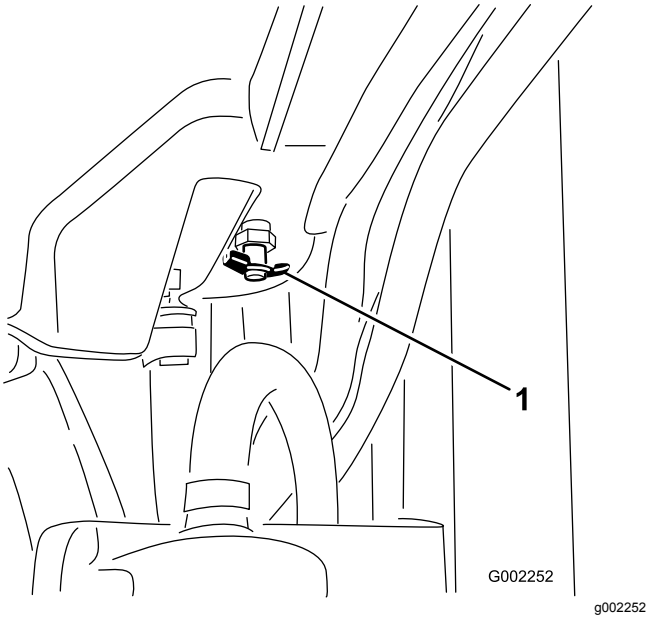

Figur 86
4. Öppna tömningsventilen och låt kylvätskan rinna ned i kärlet (Figur 86).
6. Ta bort kylarlocket (Figur 86).
10. När kylvätskan har värmts upp ska du se till att den når upp till lockets tätningsyta och sedan skruva åt locket (Figur 86).
11. Öppna expansionstankens lock och fyll tanken med kylvätska till läget Cold (Figur 86).